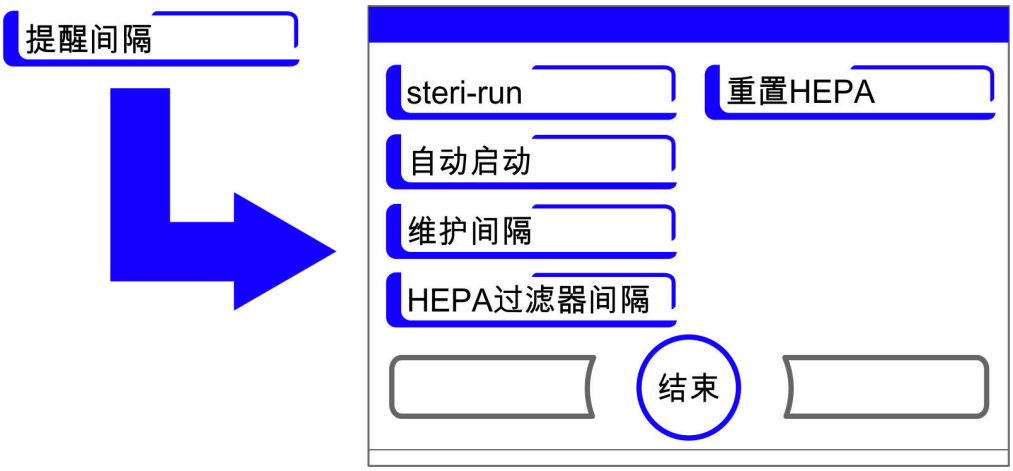

图 6-29. 选择提醒间隔的功能
- 出现在 图 6-29 中所示的选择对话框。
- 出现在图 6-29 所示的输入对话框。